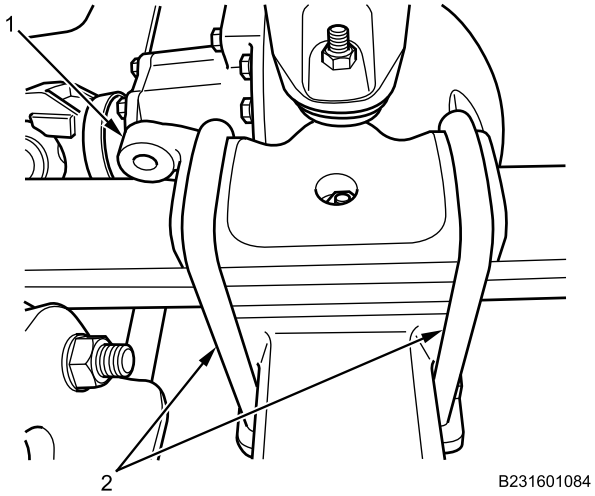

Figure 2. Front Shock Absorber Lower Mounting Bracket Removal.
2. Remove U-bolts (Figure 2, Item 2) and front shock absorber lower mounting bracket (Figure 2, Item 1) from front spring assembly.